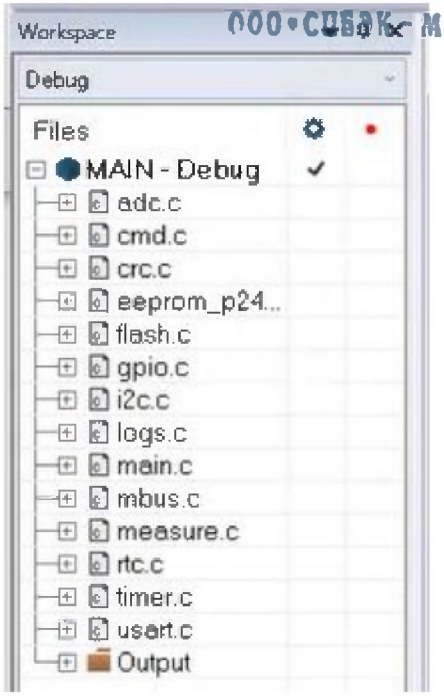

Рисунок 19
4.4.2 В дереве проекта в окне Workspace проверить, что структура папок соответствует представленной на рисунке (Рисунок 19).